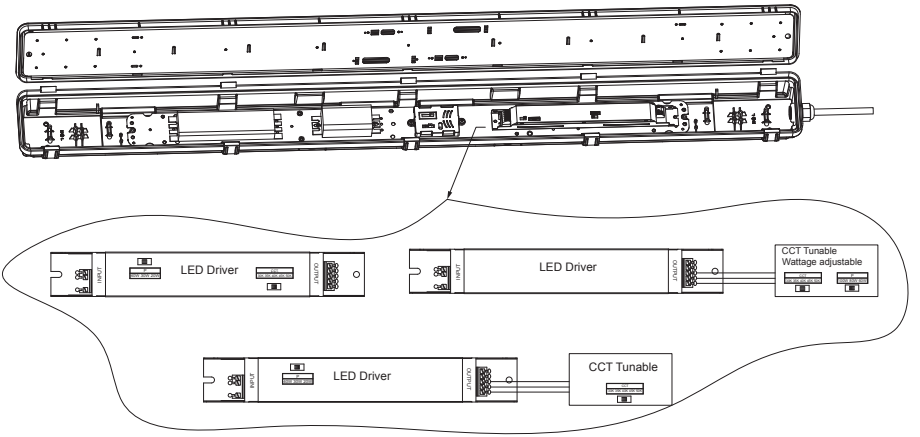

Figure 5
Step 1. Open the product lens and adjust the required color temperature and power according to your needs (Figure 5).